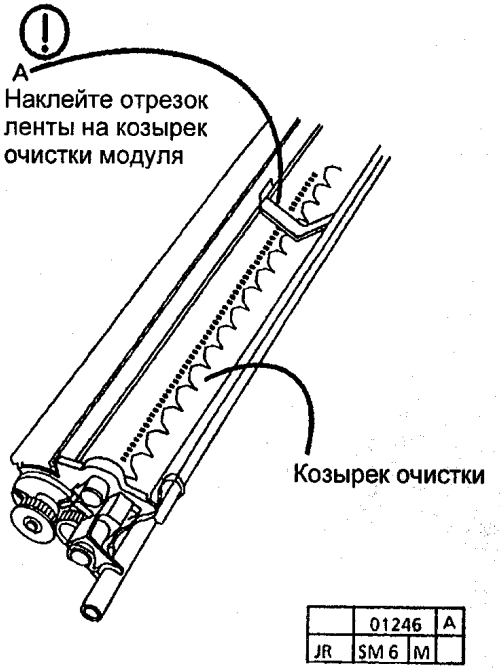

Рис. 5 Приклейте козырек очистки
13. (РИС. 5): ПРИКЛЕЙТЕ КОЗЫРЕК ОЧИСТКИ